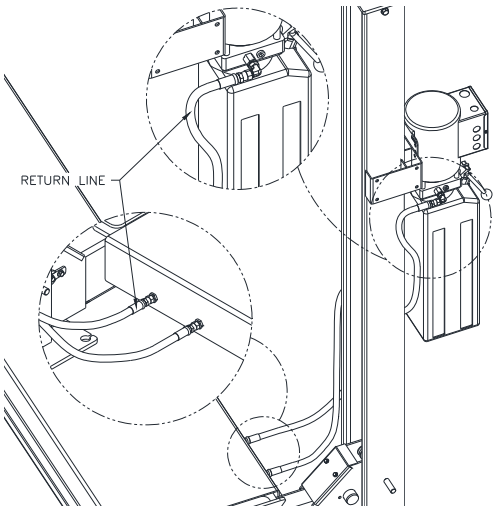

Fig 19 – Return Line, Side
35) Remove the 3/8-18 NPT plug on the side of the power unit and attach the 90-degree elbow, **Fig 19**.